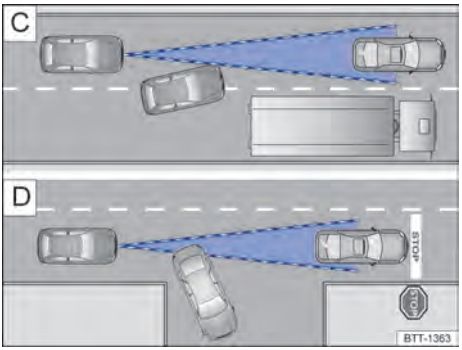

Fig. 109 C Mudança de faixa. D Veículo virando ou parado.
Por exemplo, se um veículo detectado pelo ACC virar ou mudar de faixa, e se houver um veículo parado à frente deste veículo, o ACC não reagirá ao veículo parado → Fig. 109 D.
– Veículos que mudam para a faixa onde você se encontra com pouca distância do veículo → Fig. 109 C.